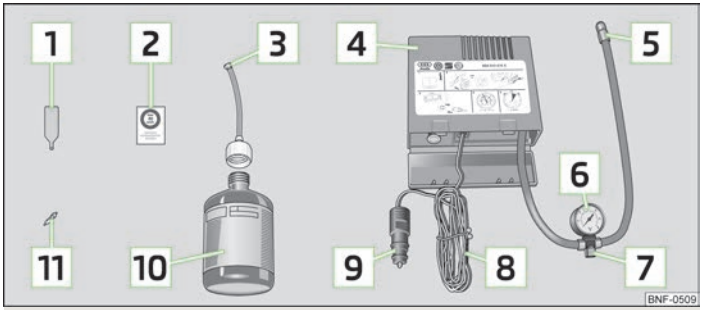

Fig. 115 **Components of the breakdown kit**
- Stick the sticker 2 » Fig. 115 on page 133 on the dash panel in view of the driver.
- Forcefully shake the tyre inflator bottle 10 » Fig. 115 on page 133 several times.
- Screw the tyre inflation hose [5] » Fig. 115 on page 133 of the air compressor firmly onto the tyre valve.